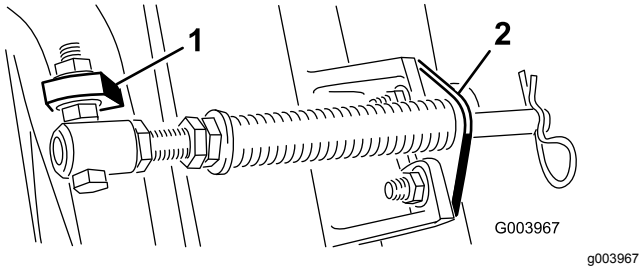

图6
C. 将弹簧管栓安装到承载架的另一个凸耳上并使用凸缘螺母固定。螺栓头朝向凸耳外侧如图6 所示。
D. 使用车身螺栓和螺母将杆支架固定到滚刀组凸耳上图6。